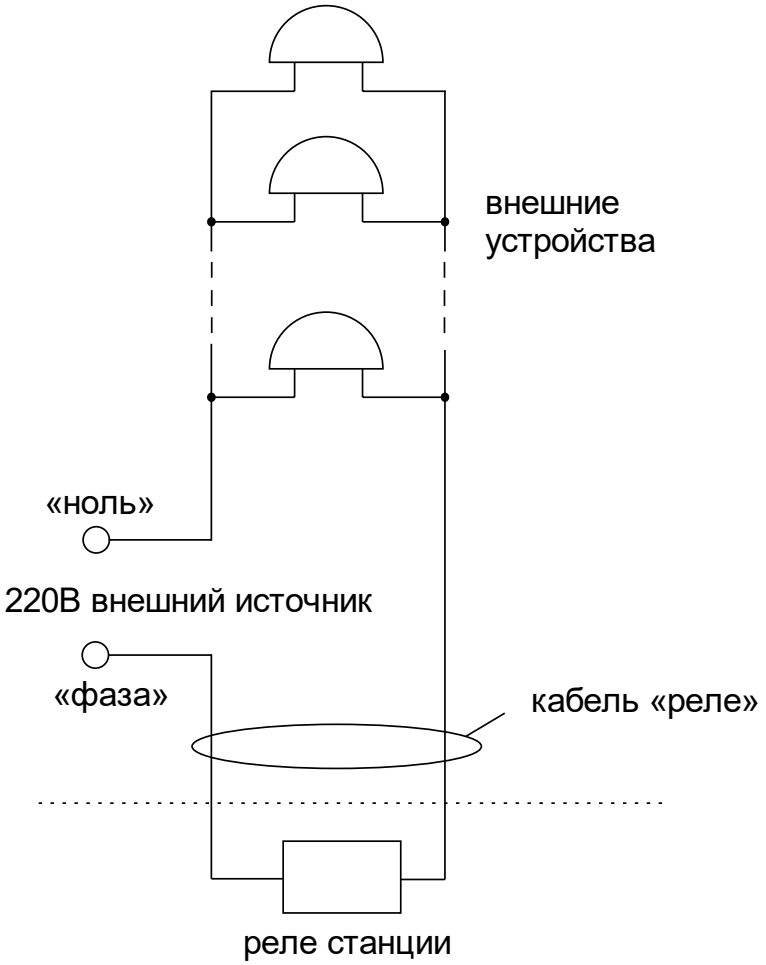

Рис. 1.
4.5. Кабель «Реле» необходимо подключить, используя клеммную колодку (коробку), следующим образом (см. схему на рис.1). На один из проводов кабеля «Реле» необходимо подать «фазу» внешнего напряжения электросети 220 В, предназначенной для питания внешних устройств; второй провод кабеля «Реле» подключить непосредственно к одному из входов питания внешних устройств; другой вход питания внешних устройств подключить на «ноль» питающей электросети 220 В. Все внешние устройства должны быть соединены друг с другом по входам питания параллельно. К внешним устройствам относятся, например, школьные звонки громкого боя.